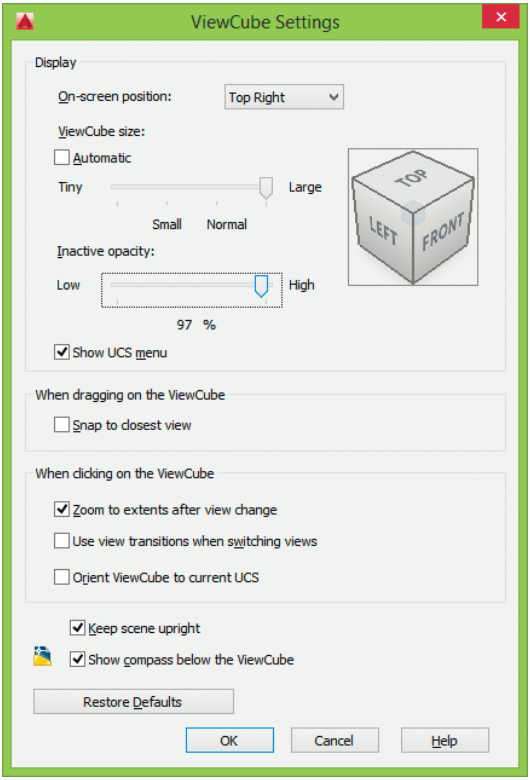

Рис. 3.27. Диалоговое окно установки параметров видового куба
- кнопка **ViewCube...** – загрузка диалогового окна **ViewCube Settings** (рис. 3.27), позволяющего установить параметры видового куба: